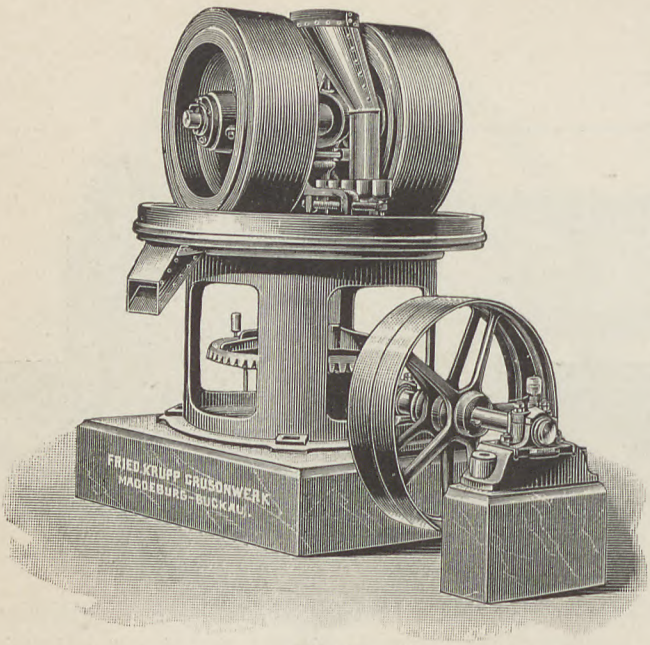

Fig. 297.
b) durch Kollergänge mit fester oder mit beweglicher Mahlbahn. Einen Kollergang von der Firma Fried. Krupp, Grusonwerk, Magdeburg-Buckau, stellt Fig. 297 dar. Ein derartiger Koller besteht aus bestem Hartguß; er kreist auf einer Mahlbahn, die ebenfalls aus einer Hartgußplatte besteht. Bewegt wird der Koller durch eine stehende Welle, die von unten durch Kugelräderpaar und Riemenscheibe in Umtrieb versetzt wird. Die Zerkleinerung des unter die Koller geworfenen Materials erfolgt teils durch Druck, teils durch Reibung.